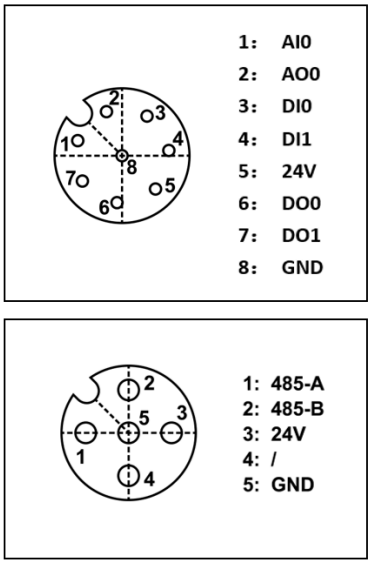

Rys. 2. Gniazda na końcu ramienia: u góry I/O (8-pinowe), u dołu RS-485 (5-pinowe) (dokumentacja FAIRINO).
4. Podłącz przewód chwytaka do gniazda z boku końca ramienia i dokręć nakrętkę wtyku. Na końcu ramienia są dwa gniazda: I/O (8-pinowe) i RS-485 (5-pinowe) (Rys. 2). Chwytak komunikuje się przez RS-485 (dane producenta), więc jego przewód idzie do gniazda RS-485.